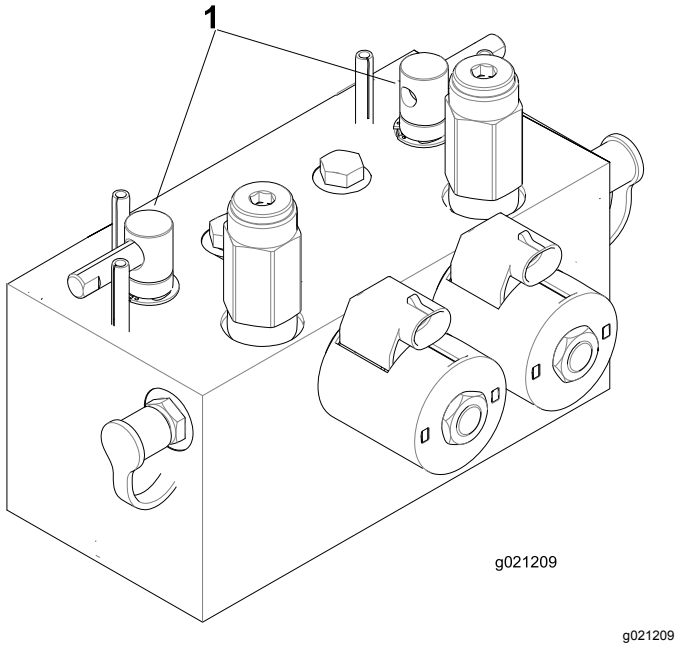

Figur 72
2. Lossa och höj upp sätet för att frilägga slipningsspakarna (Figur 72).
5. Välj den främre, bakre eller båda slipningsspakarna för att bestämma vilka enheter som ska slipas (Figur 72).